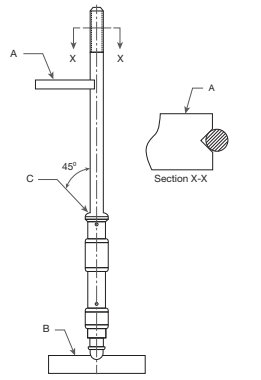

Figure 10
It is important that the spindle be kept very straight in order to transmit the spring force to the disc without lateral binding. Overgagging is one of the common causes of bent spindles. A method to check the essential working surfaces of the spindle is illustrated in Figure 10. This may be performed either with or without the disc collar and lift stop on the spindle.
a. Using Figure 10 as a reference, clamp a V block (A) made of wood, fiber or other suitable material onto the platform railing. Imbed the ball end of the spindle in a piece of soft wood (B) and place the top of the Spindle, below the threads, in the V block (A). Clamp a dial indicator onto the railing and locate at point (C). The total indicator reading should not exceed .007" (0.18 mm) when the spindle is rotated. If it does, the spindle must be straightened prior to reuse.